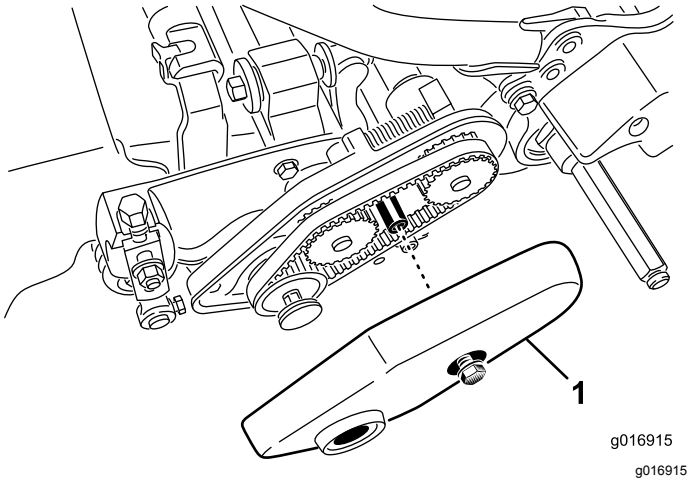

Figur 16
2. Lossa flänsskruven som håller fast remkåpan och ta bort remkåpan för att frilägga remmen (Figur 16).